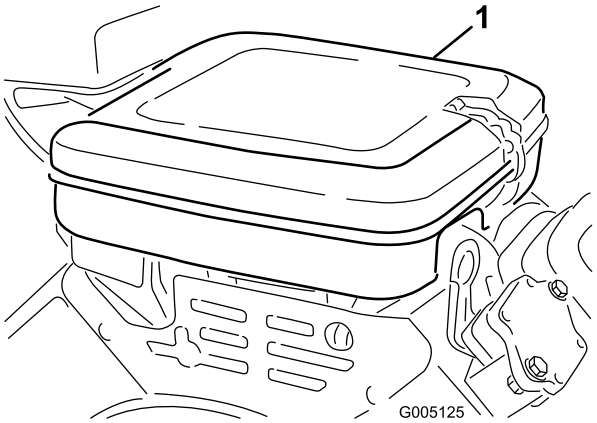

Figur 41
1. Udløs låseclipsene, og fjern luftfilterdækslet (Figur 41). Rengør dækslet grundigt.